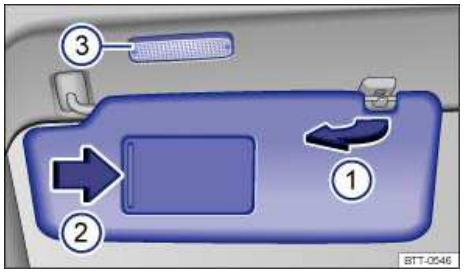

Fig. 76 In the headliner: Sun visor.
- Lift it out of the retaining clip ⇒fig. 76 (1) and swivel it over toward the door.